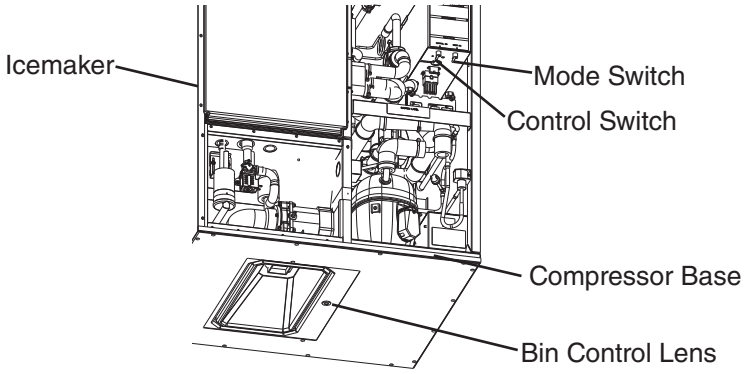

Fig. 15
6) 1 min. fill cycle begins. Place an object 5" to 7" (127 to 178 mm) away from the bin control lens. See Fig. 15. 15 sec. later, the icemaker shuts down. Remove the object from the bin control lens. 30 sec. later, the icemaker restarts.